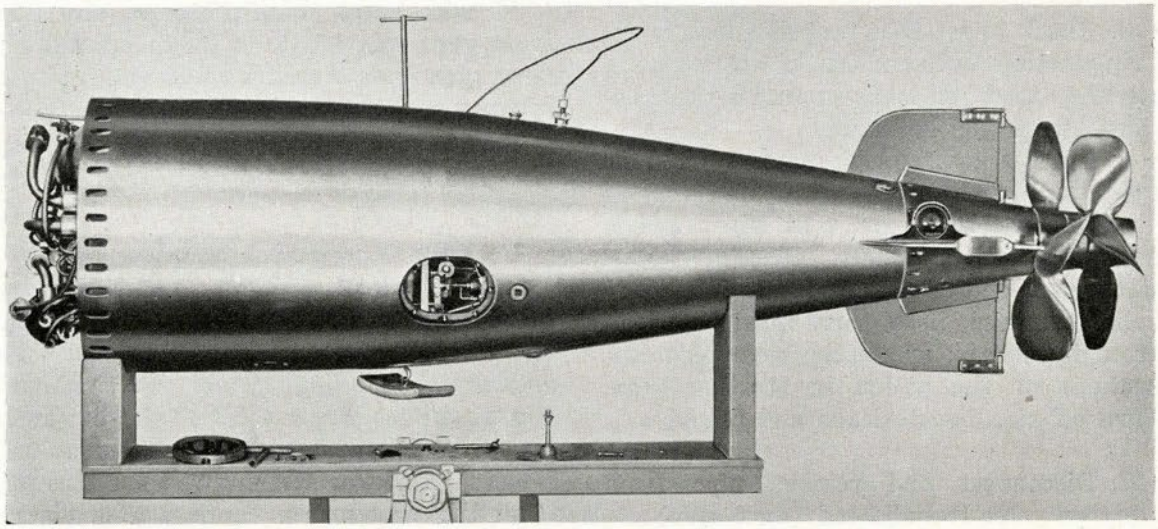
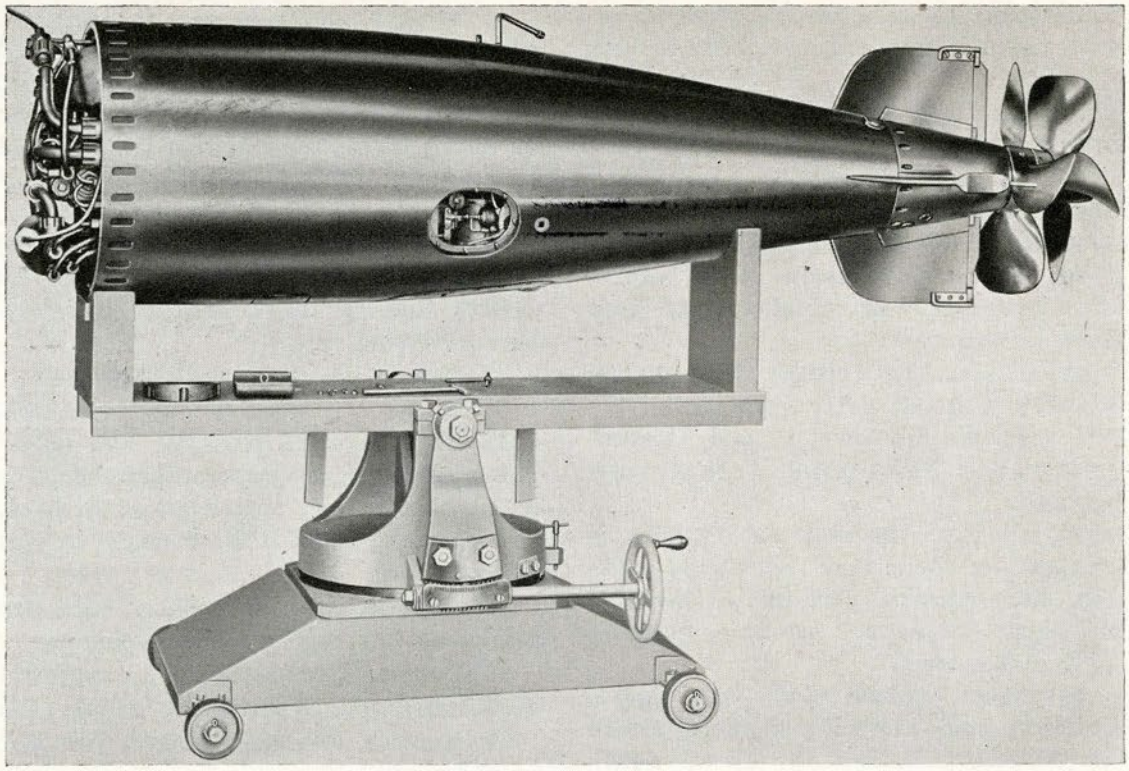

Figure 321
Figure 322
16. Remove transportation screw. Level afterbody, unscrew plug from air chamber, and install screw hook and ten-pound weight. With air on, turn depth index spindle until scribe mark on depth-engine valve connecting rod lines up with scribe mark on valve stop (Fig. 321). With lifting tool, hold spindle disengaged; turn depth index to read ten feet; remove lifting tool and turn depth index slightly to engage adjusting socket. Turn index to zero and back again to ten feet. The scribe marks should again come into alignment; if not, readjust until obtained. **(49, 11, 411A, 135A, 472)**
20. Inspect top and bottom bearings of gyro. Oil bearings with two drops of oil (A), using syringe.
29. Loosen clamp on adjusting stand and move stand each way in azimuth (Fig. 322).